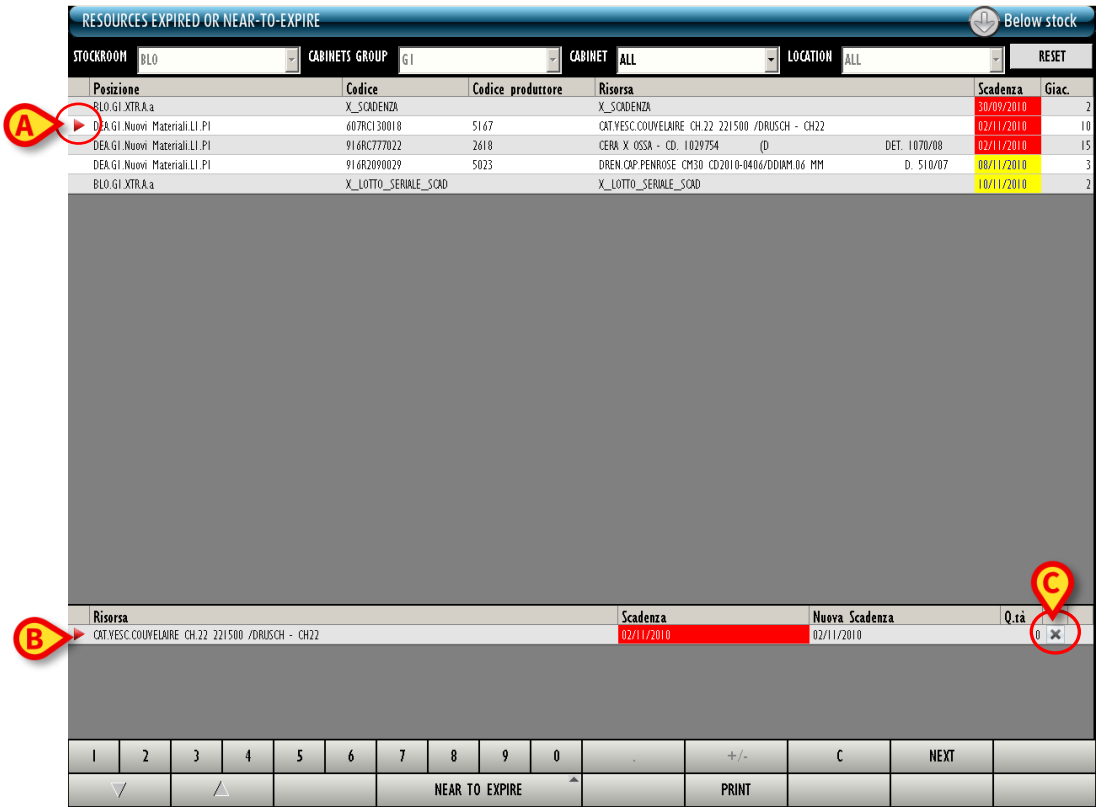

Fig 49
The kind of resource is selected; the icon is displayed on the left (Fig 49 **A**).
The details of the clicked resource are displayed in the lower area (Fig 49 **B**).
- Click the button on the right (Fig 49 **C**).